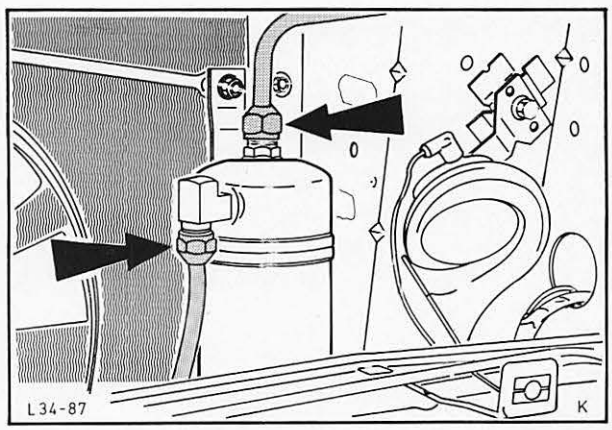

Abb. 57 Verbindungsleitungen vom Trockner abbauen
4. Verbindungsleitungen vom Trockenfilter abbauen, Abb. 57, und Trockenfilter vom Kondensator abbauen (2 Muttern).